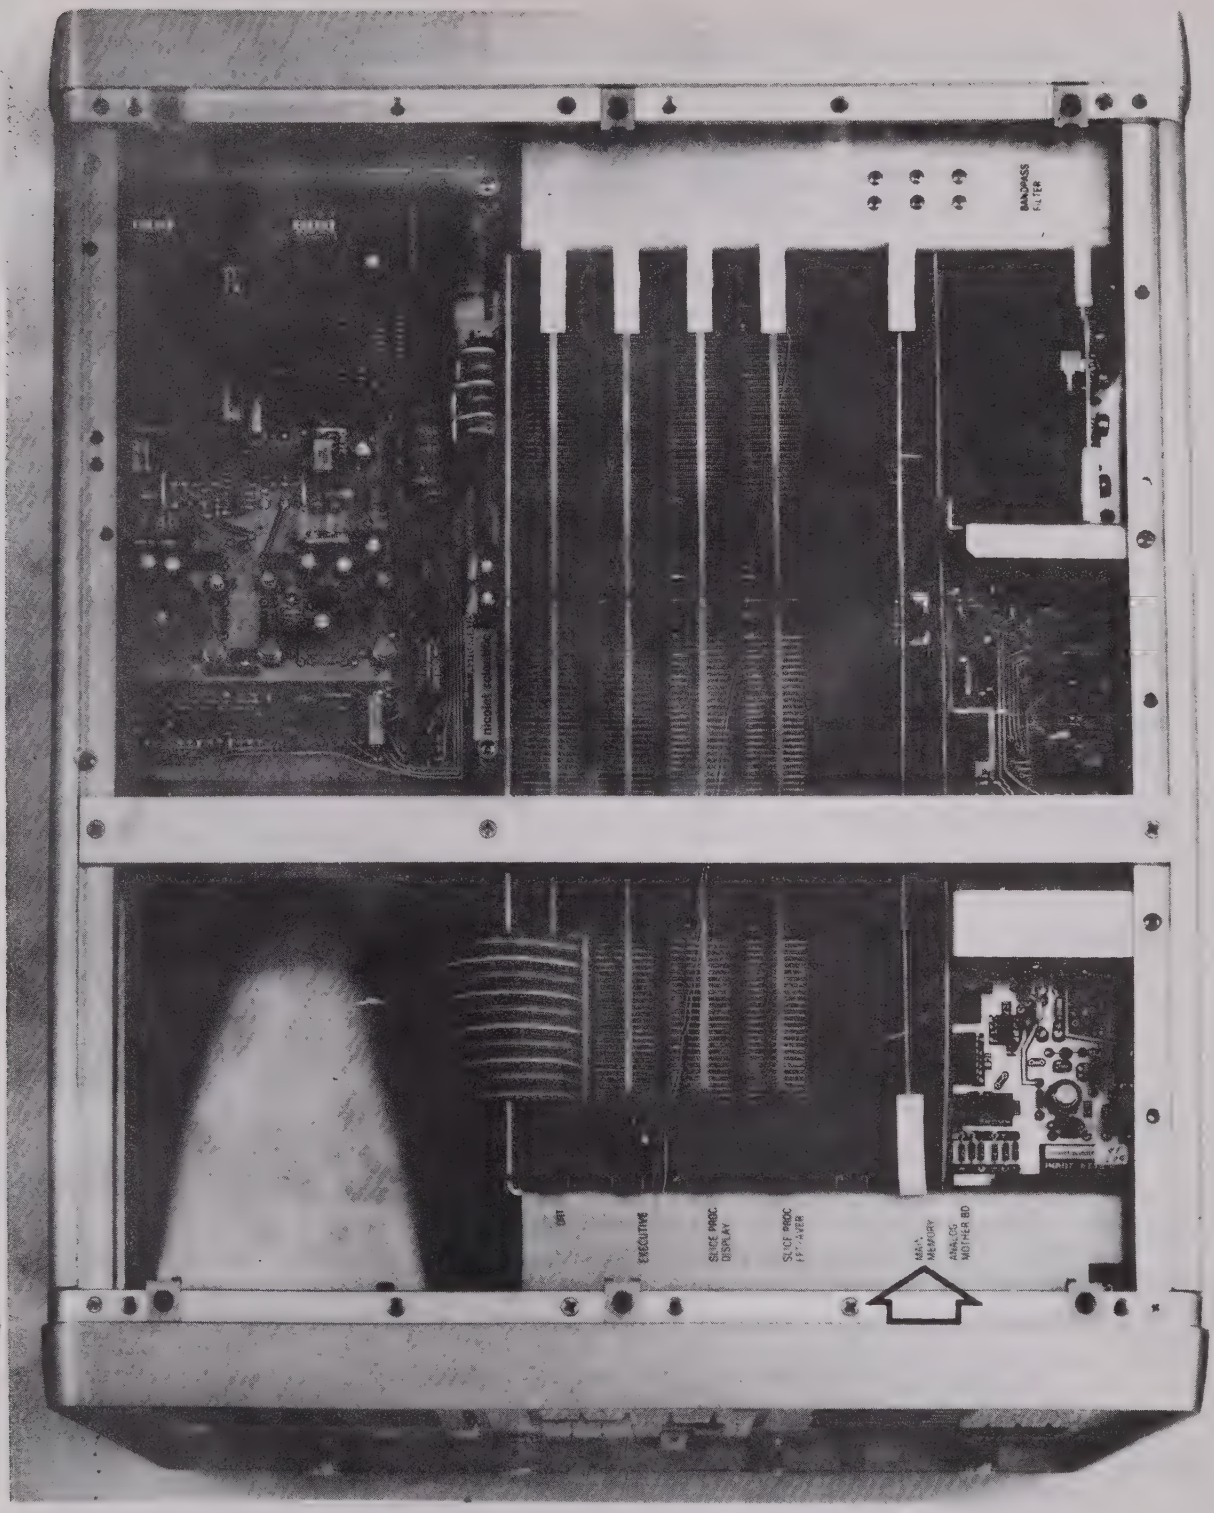

FIGURE 20-1. LOCATION OF 660B MAIN MEMORY BOARD.
3. Locate the Main Memory board. There are four (five if Option -2D is included) electronic circuit boards located inside the 660B. The Main Memory Board is labelled and is located, if viewed from the front of the unit, on the right hand side. (See Figure 20-1.)